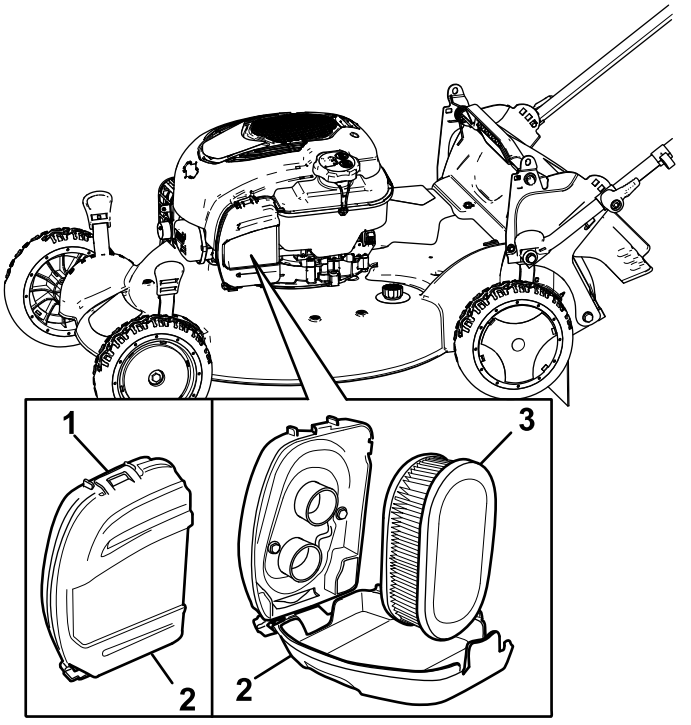

Figura 27
1. Aprite il coperchio del filtro dell'aria con un cacciavite (Figura 27).